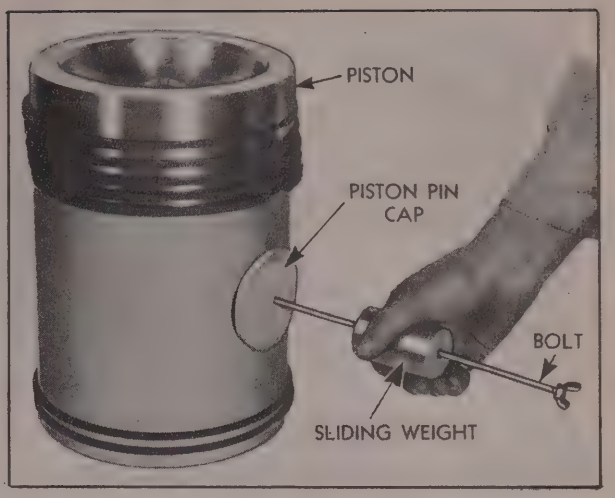

Fig. 8H
2. Remove one piston pin retaining cap. This can be done by using a long threaded rod and a steel block with a hole larger than the rod diameter as shown in Fig. 8H.